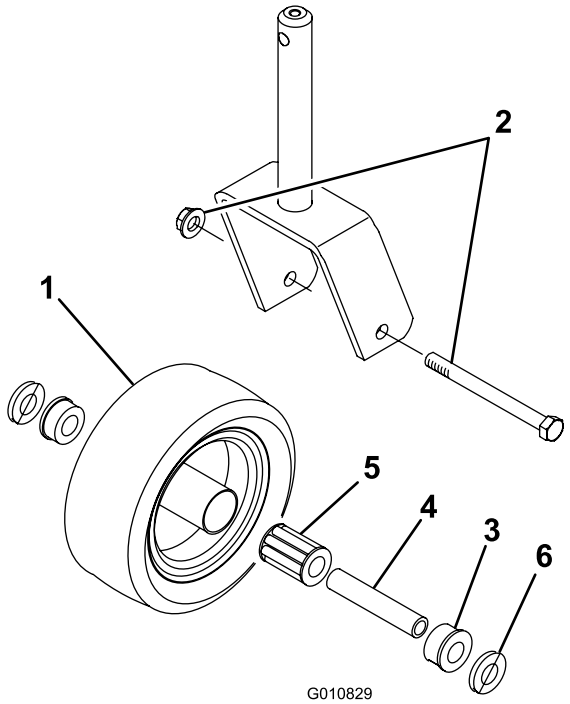

**Figuur 22**
1. Verwijder de borgmoer van de tapbout waarmee het zwenkwiel is bevestigd aan de zwenkwielvork (Figuur 22).
3. Trek de spanbus uit de wielnaaf (Figuur 22).
9. Druk de andere lagerbus in het open uiteinde van de wielnaaf om het lager in de wielnaaf vast te zetten (Figuur 22).